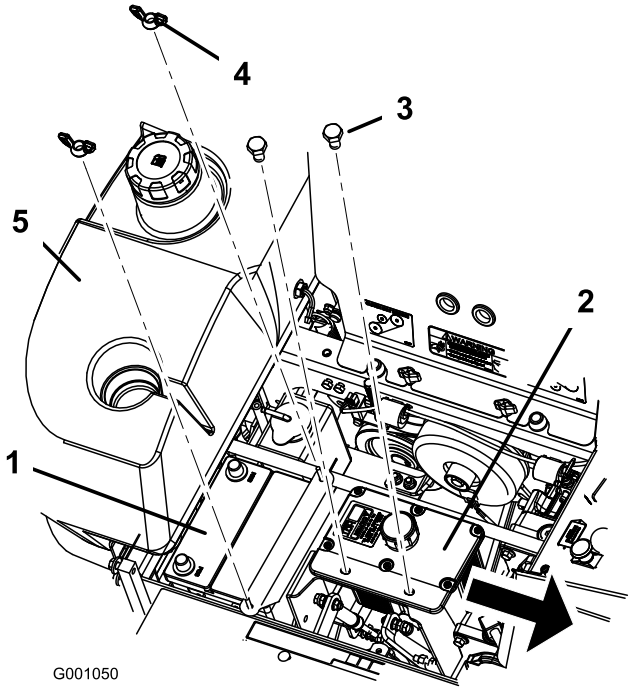

Figur 57
6. Ta bort de båda vingmuttrarna (1/4 tum) som håller fast batteriklämman (Figur 57).
7. Ta bort skruvarna som håller fast hydraultanken i rätt läge (Figur 57).
1. Sätt i batteriet i lådan med anslutningspolerna mot hydraultanken (Figur 57).
6. Säkra batteriet med J-skruvar, en klämma, två brickor (1/4 tum) och två vingmuttrar (1/4 tum) (Figur 57).